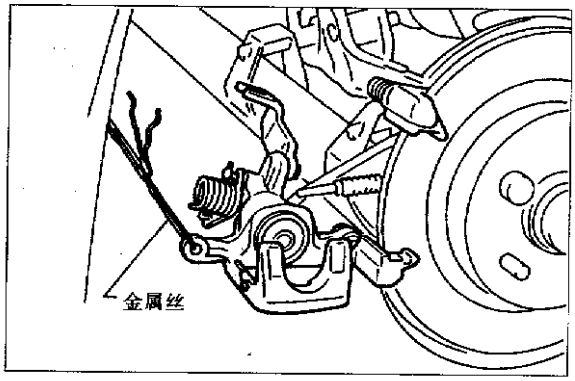

图 8－2－29
⑥见图 8－2－30 和图 8－2－31，顺时针方向转动活塞，将活塞轻轻推入缸体。安装新摩擦块。